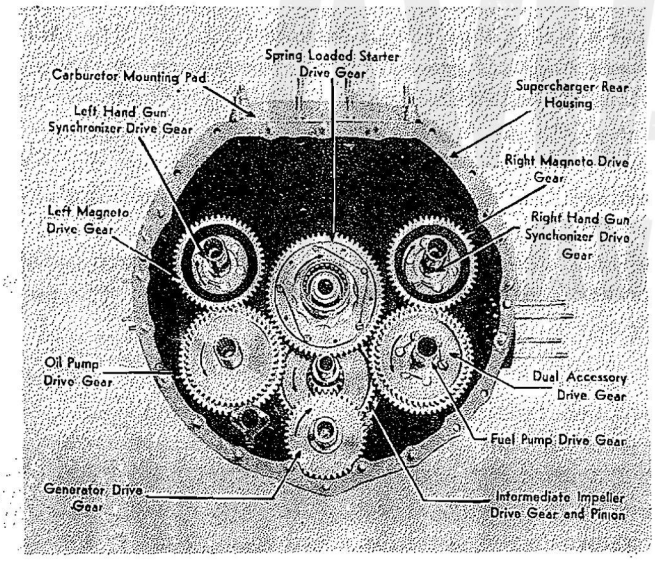
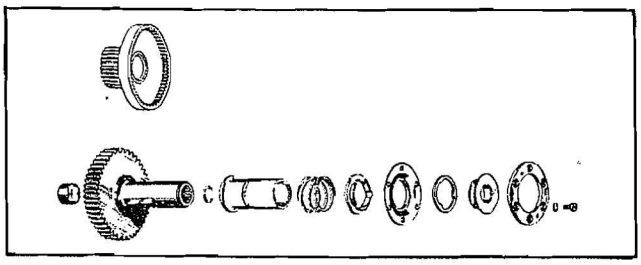
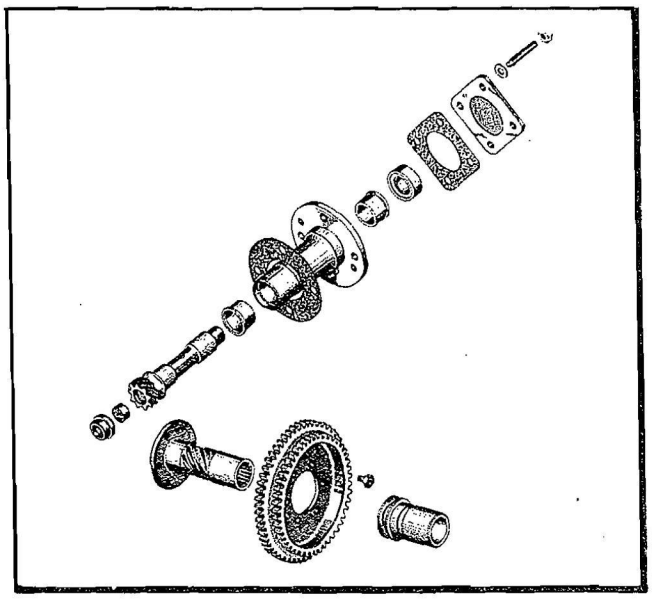

Figure 17—Location and Direction of Rotation of Accessory Drive Gears
Figure 18—Generator Drive
Figure 19—Fuel Pump Drive
b. All principal drives are effected through spur gearing and are located in the supercharger rear housing with journals rotating in bushings pressed in bosses on the supercharger rear cover. Refer to Figure 17. The generator drive gear meshes with the supercharger intermediate drive pinion gear at the bottom. Refer to Figure 18. The supercharger intermediate drive gear is driven by the accessory drive gear. Both the oil pump and accessory drive gears are dual with the larger gear of each meshing with the accessory drive gear, and each of the smaller gears mating with a magneto drive gear. Refer to Figure 19. The gun synchronizer gears are spiral and mesh with gear teeth cut into the center of the